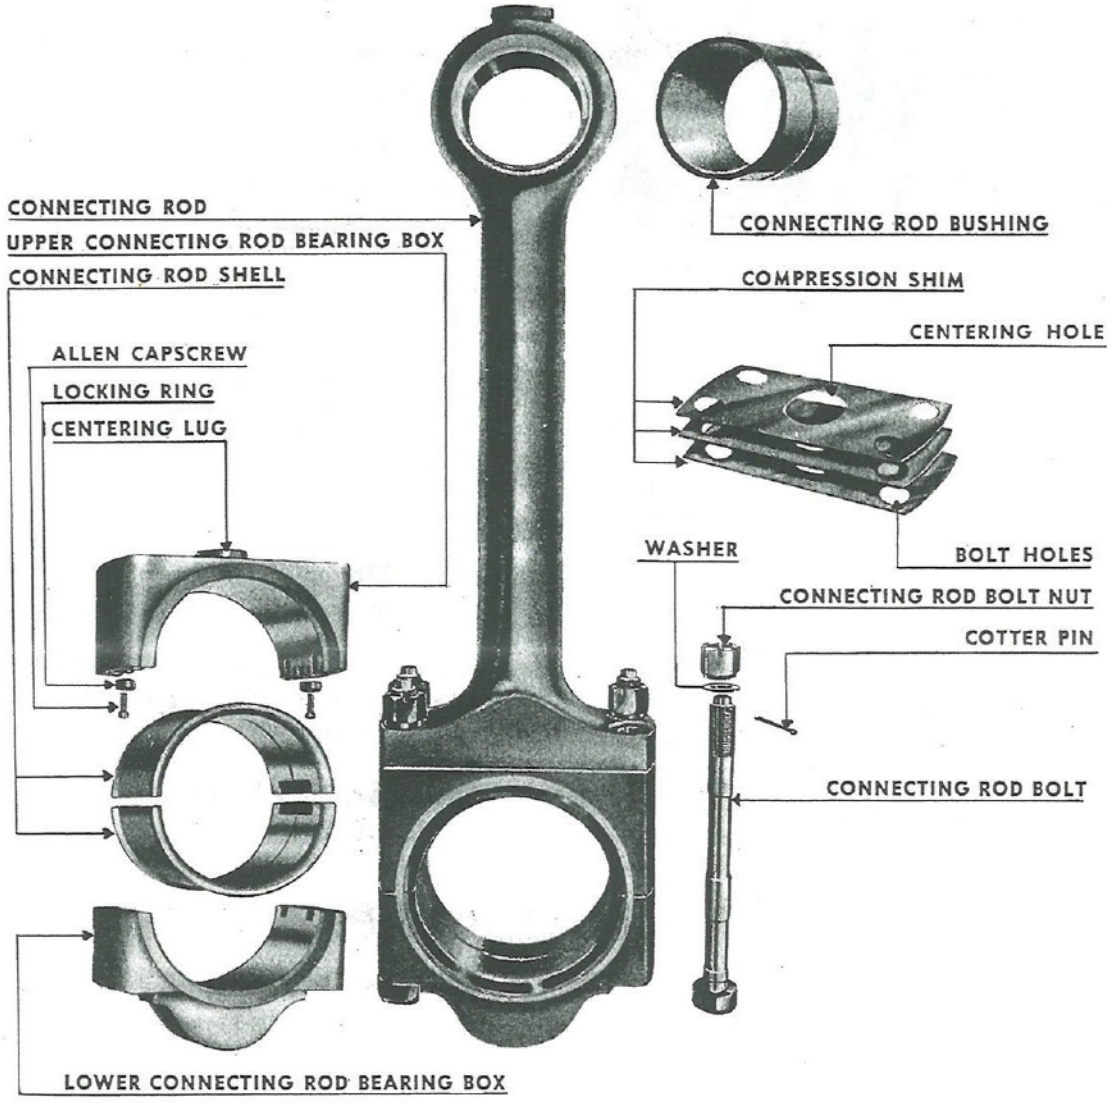

Fig. 118. Connecting Rod and Bearing Disassembled
137. CONNECTING ROD BEARING. The connecting rod bearing is often referred to as the crankpin bearing, but it is common practice to speak of it as a connecting rod bearing. This term is used in this manual. In Fig. 118 the connecting rod is shown with all its parts. The connecting rod connects the piston to the crankshaft. The connecting rod bearing is
c. As shown in Fig. 118, four nuts and bolts secure the bearings. Remove the cotter pins and the nuts and bolts. Take off the lower half of the bearing box, or the lower cap. If it sticks to the crankshaft, pry it off with a screwdriver while holding the part so that the shell will not drop into the sump when released.